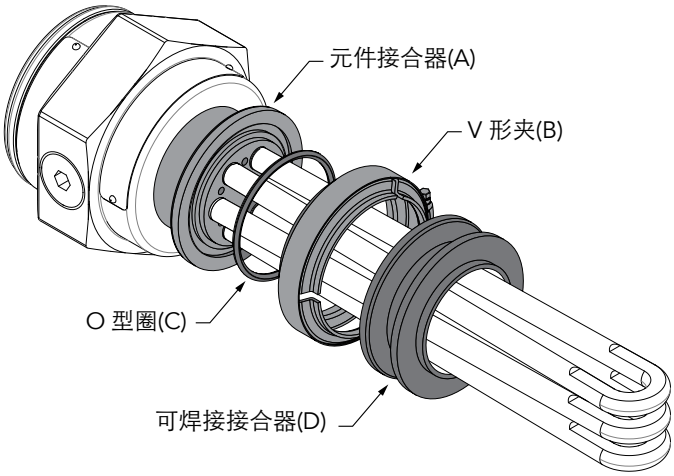

图 2。工业浸入式 V 形夹总成组件。
1. 将可焊接接合器 **(D)** 放在端口中央。见图 2。将接合器焊接到位。